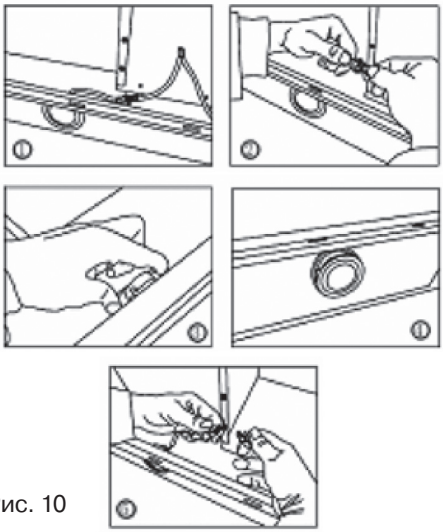

Рис. 10
– внутри вытяжки, на нижней ее части, отключить соединительную колодку неисправной лампы подсветки (см. рис. 10);